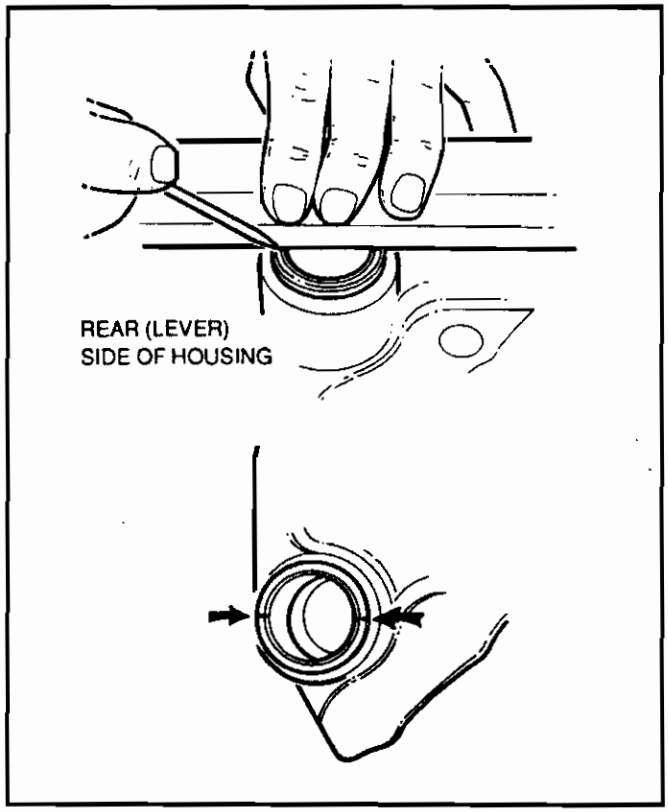

Figure 20.
2. Join the two notches with a rule or straight edge and mark the housing turret (Figure 20).